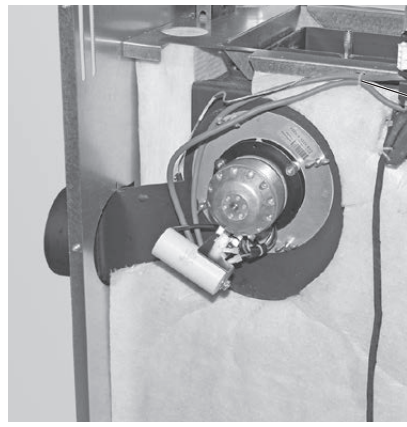

Fig. 35 Riavvitare il ventilatore gas combusti ruotato di 90°
- Riavvitare nuovamente il ventilatore gas combusti ruotandolo di 90° – Fig. 35.